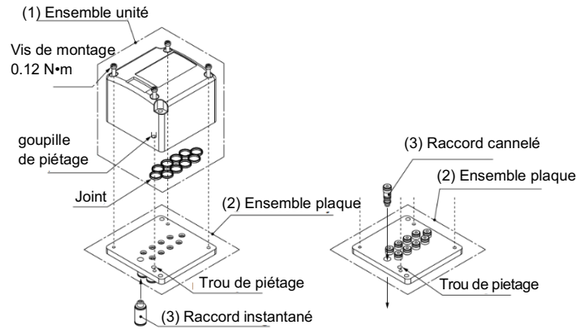

Figure 12. Ensemble embase et composants
- Disponibles comme pièces de rechange (voir figure 12) :